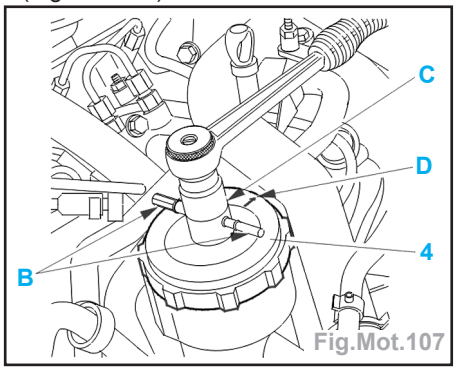

Fig.Mot.107
- le filtre à carburant (5),
- l'élément filtrant neuf (6) et le positionner correctement,
- la rondelle ondulée (7),
- le couvercle (4).
Attention : positionner le couvercle (4) et les conduits (b) perpendiculaires au moteur (repère (d) situé côté filtre à air) (Fig.Mot.107).